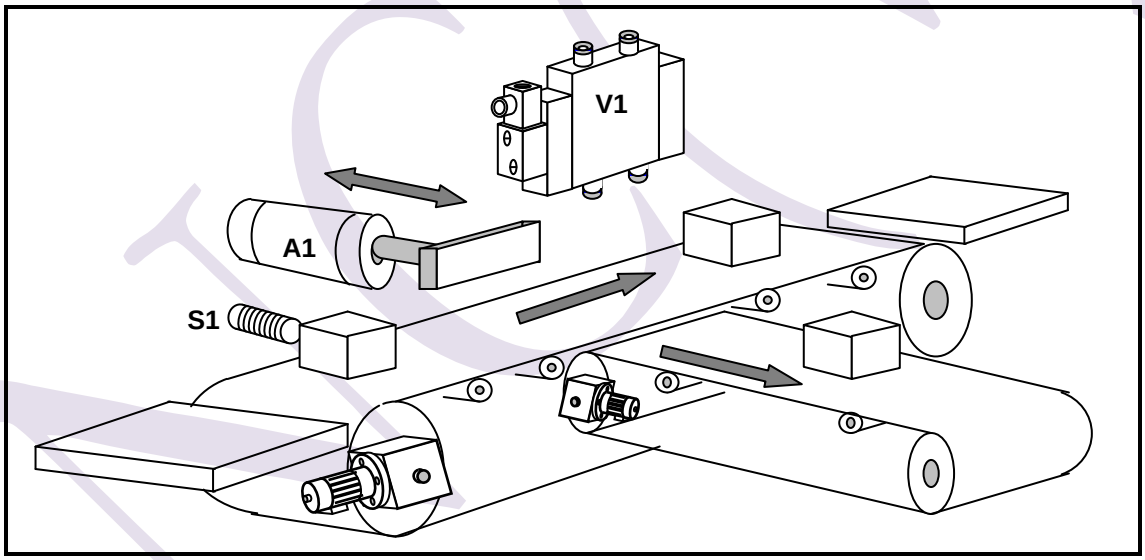

FIGURE 3
4.1 FIGURE 3 shows a hydraulic ejector system.